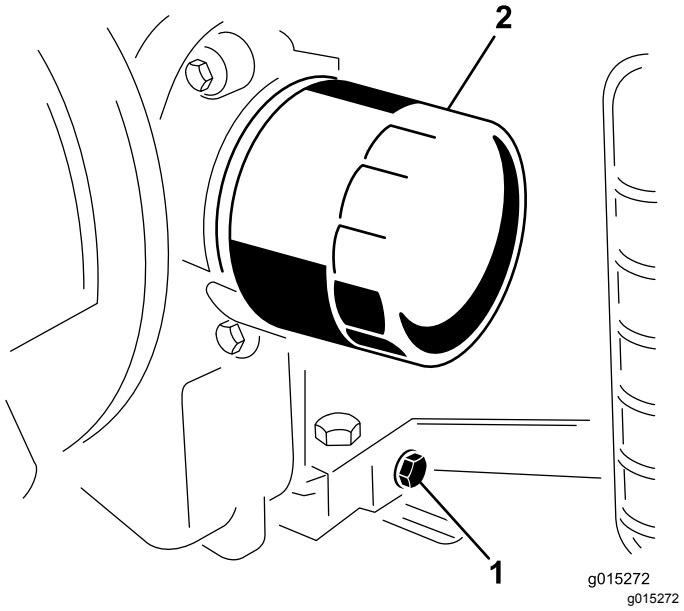

Figura 15
4. Collocate una bacinella sotto lo spurgo dell'olio. Togliete il tappo di spurgo per lasciare defluire l'olio (Figura 15).